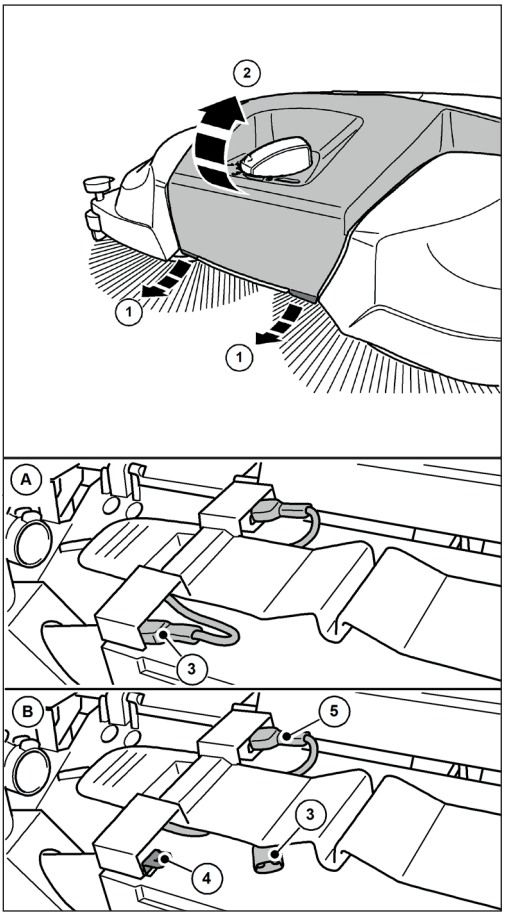

Abb. 24: Frakobl batteriets tilslutningskabel
3. Frakobl det blå batteritilslutningskabel (3) fra batteriets indstiksfane (4).
» Sørg for, at det blå batteritilslutningskabel (3) ikke utilsigtet kan komme i kontakt med indstiksfligen (4) på grund af ydre påvirkninger, som f.eks. bevægelse af apparatet (se fig. 24 Figur B).